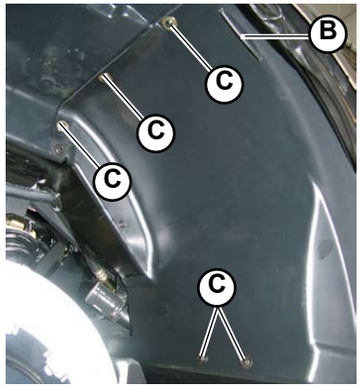

Fig.2
1. Connect the engine hood opening wire (**B-Fig.2**).